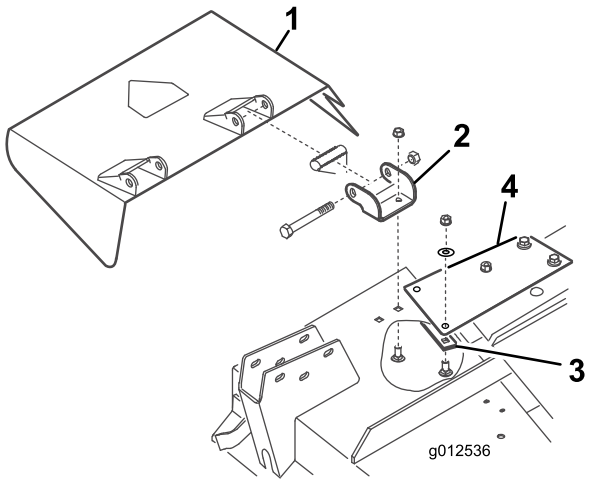

Figure 7
1. Remove the bolts, locknuts, and springs securing the deflector mounts to the pivot brackets (Figure 7). Remove the deflector.
2. Remove the carriage bolts and flange nuts securing the pivot brackets to the housing (Figure 7). Remove the pivot brackets. Retain the fasteners for future use.
3. Remove the 2 carriage bolts, flat washers, and locknuts securing the reinforcement plate to the under side of the housing and the stiffener plate to the top of the housing (Figure 7).